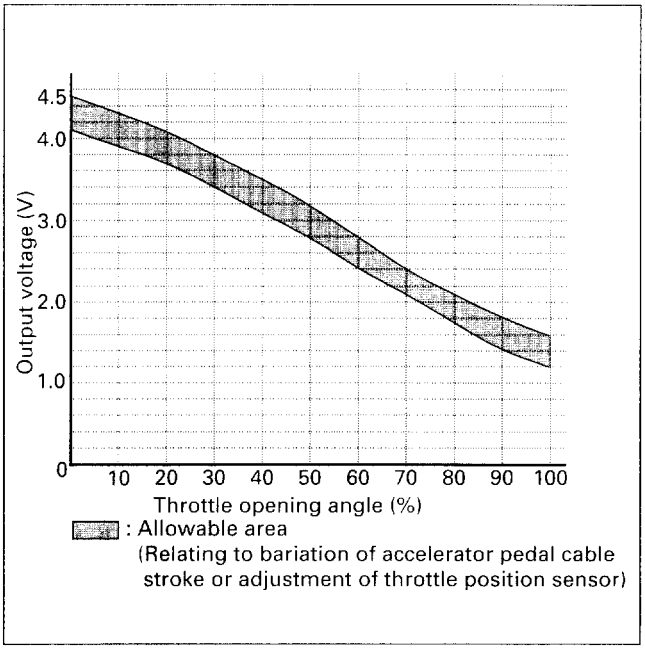

Figure 29. Output Characteristic of Throttle Position Sensor
- The TCM detects the throttle opening angle and the speed at which the pedal is depressed by the electrical signal of the throttle position sensor having output characteristics as shown (figure 29).